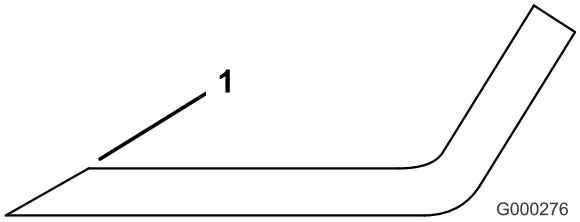

図 86
3. すべてのブレードの刃先を点検し、刃先が丸くなっていたり打ち傷がある場合には研磨する図 86。
注 研磨は刃先の上面だけに行い、刃の元々の角度を変えないように十分注意する図 86。ブレードの左右を均等に削れば、バランスを狂わすことなく研磨を行うことができる。